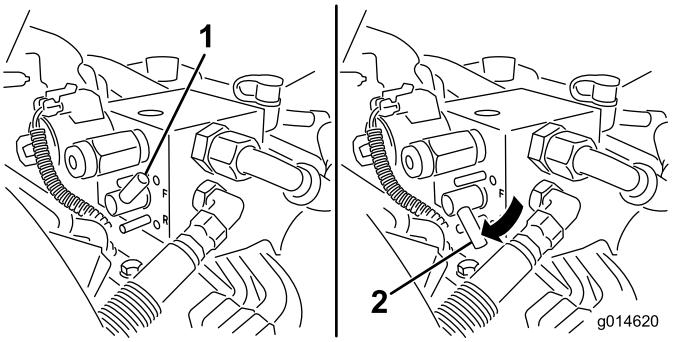

Figur 52
5. Vrid slipningsspaken till bakåtläget (R) (Figur 52).